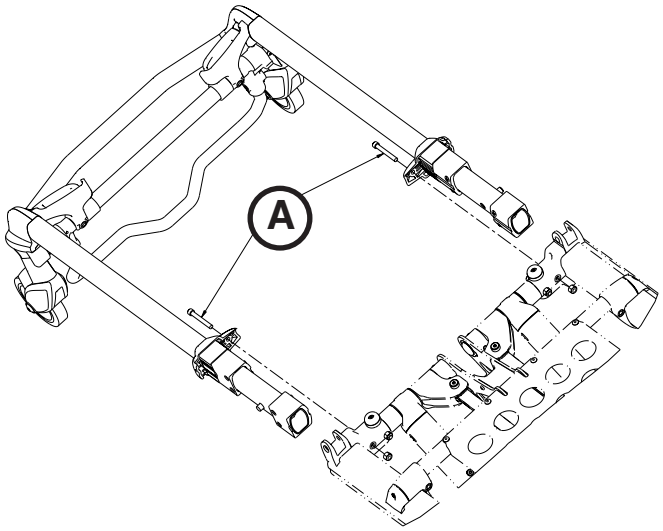

Figura 73
2. Com uma chave combinada de 7/16” e uma chave sextavada de 3/16”, retirar os dois parafusos (A) que fixam os rolamentos da tampa no suporte base de interface da cama (um em cada lado) (Figura 73).